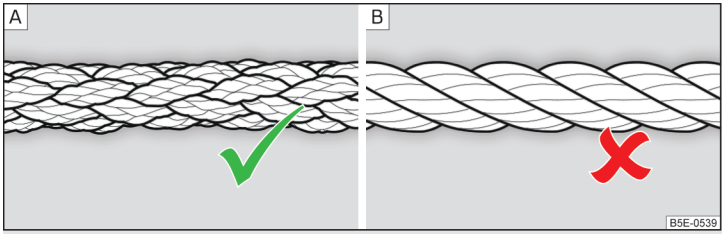

Fig. 156 **Fune di traino intrecciata / a spirale**
Per il traino con una fune di traino utilizzare solo una fune in fibra sintetica intrecciata » fig. 156 - A » !.
- Per il traino non utilizzare funi di traino a spirale » fig. 156 - B, l'occhione di traino del veicolo potrebbe svitarsi - pericolo d'incidente.